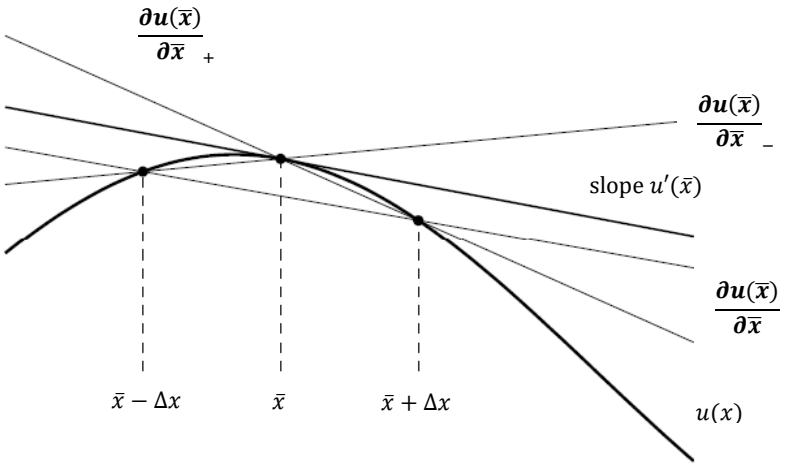

Fig. 1. Various approximations to $\frac{\partial u(\bar{x})}{\partial \bar{x}}$ interpreted as the slope of secant lines.
for some small value of *Δx*. Note that $\frac{\boldsymbol{\partial u(\bar{x})}}{\boldsymbol{\partial \bar{x}}}_{+}$ is the slope of the line interpolating *u* at the points $\bar{x}$ and $\bar{x}+\Delta x$ (see Figure 1.)
Equation (3) is the slope of the line interpolating u at $\bar{x} - \Delta x$ and $\bar{x} + \Delta x$ and is simply the average of the two one-sided approximations defined above using Eqs. (1) and (2). **From Figure 1 it should be clear that we would expect $\frac{\partial u(\bar{x})}{\partial \bar{x}}$ to give a better approximation than either of the one-sided approximations.** In fact, this gives a second order accurate approximation - the error is proportional to Δx^2 and hence is much smaller than the error in a first order approximation when Δx is small ($\Delta x < 1$).